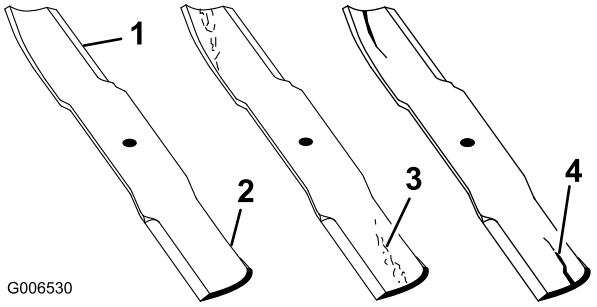

**Figur 76**
1. Undersøk kniveggene (Figur 76).
4. Hvis du finner sprekker, slitasje eller ser at det begynner å dannes spor i denne delen av kniven, må den skiftes ut øyeblikkelig (Figur 76).